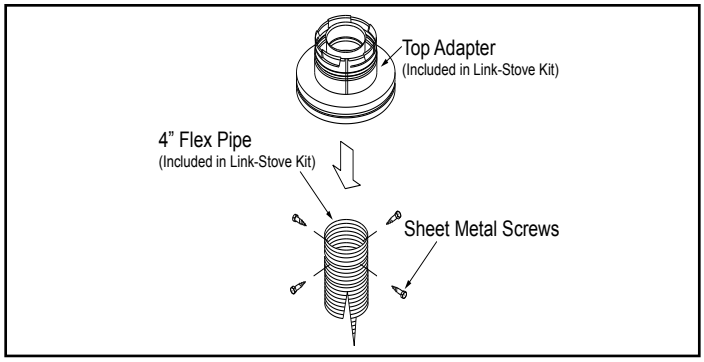

Figure 4.10
3. Connect the end of the flex pipe section to the underside of the top adapter, using four sheet metal screws. See Figure 4.10.
5. Connect the flex liner to the top adapter using three sheet metal screws. See Figure 4.10.